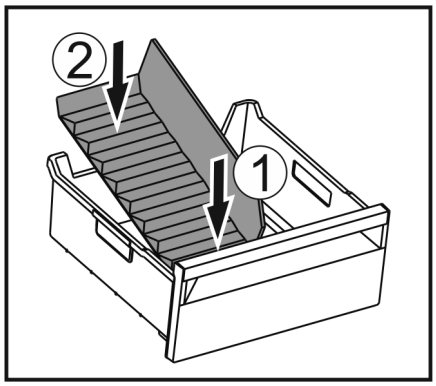

Fig. 49
▶ Вставити відділювач спочатку спереду *Fig. 49 (1)*.
▶ Опустити задню частину *Fig. 49 (2)*.